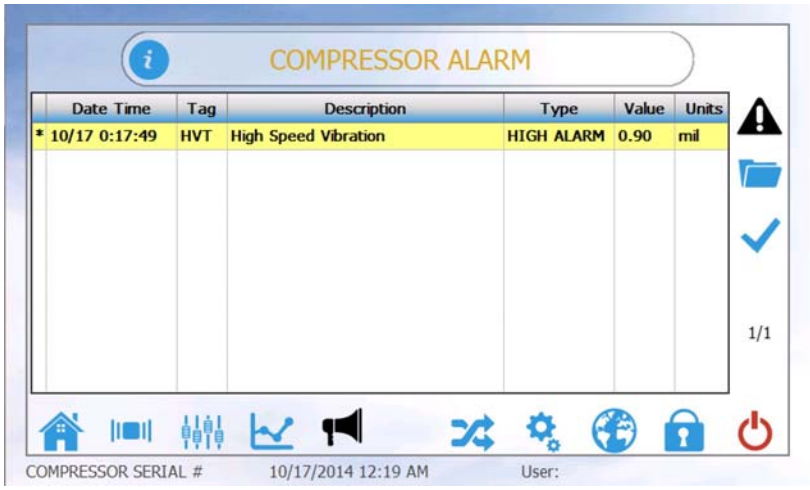

FIGURE 3-14
1. To access the Alarm/Trip Screen, press the (Alarms/Trip) icon from the bottom of the screen. All of the current alarms and trips are listed in chronological order. Figure 3-14 shows the Active Alarms and Trip Screen.